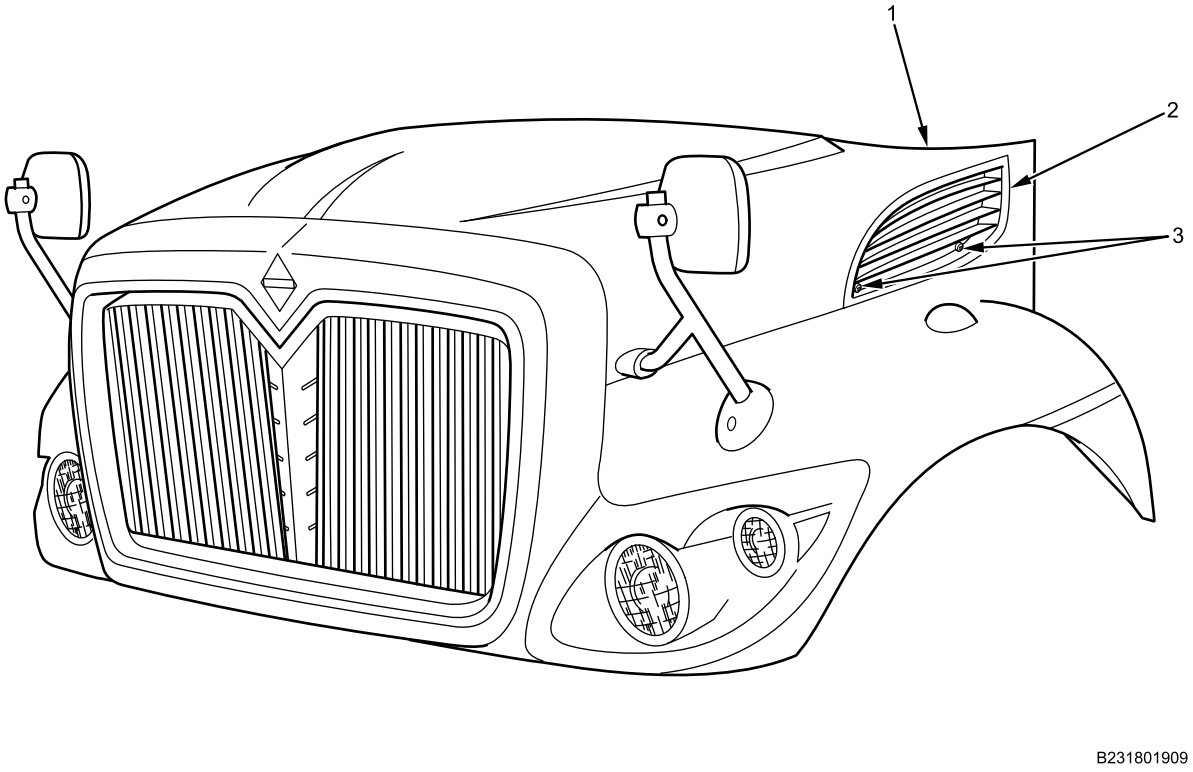

Figure 1. Hood Grille.
1. Remove two torx T20 screws (Figure 1, Item 3) and hood air intake grille (Figure 1, Item 2) from hood assembly (Figure 1, Item 1).